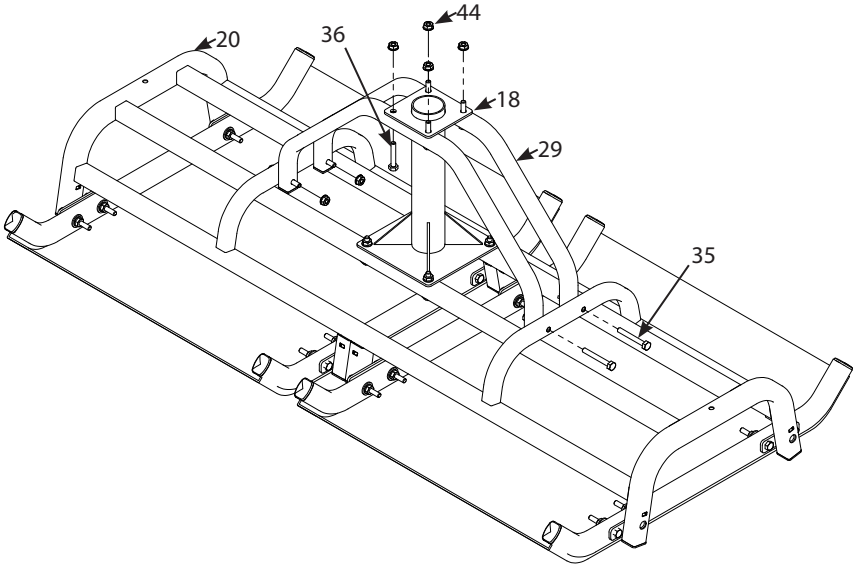

FIGURE 19
19. Attach the two angled seat braces (29) to the top seat post (18) and seat frame (20) using two 1/4-20 X 2 IN bolts (35), two 1/4-20 X 1-1/2 IN bolts (36), and four 1/4-20 nuts (44) for each brace. **SEE FIGURE 19.** ***Securely tighten all loose hardware at this time.***